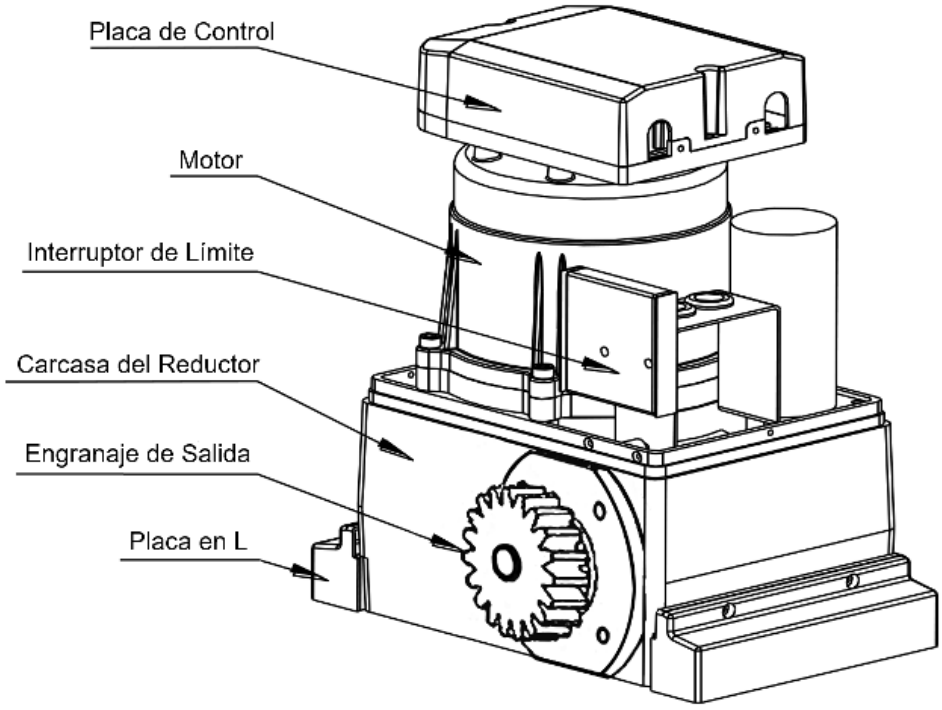

Fig.1
2. Principio de Funcionamiento y Estructura Principal (Fig.1)